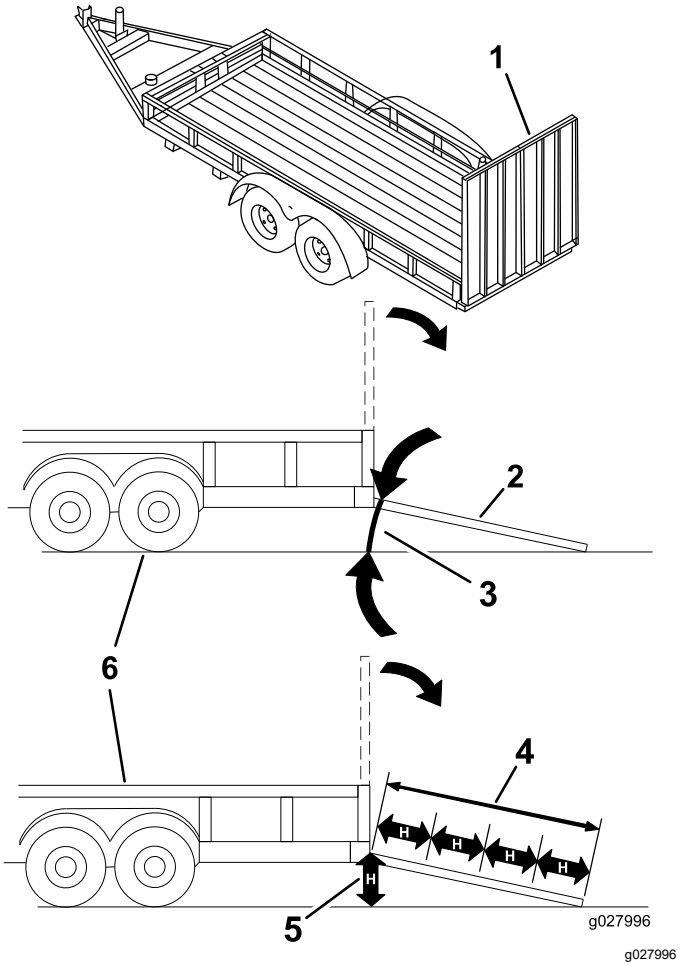

Figura 32
El cargar la máquina en un remolque o un camión aumenta la posibilidad de un vuelco y podría causar lesiones graves o la muerte (Figura 32).
3. Baje la rampa, asegurándose de que el ángulo entre la rampa y el suelo no supera los 15 grados (Figura 32).
1. Baje la rampa, asegurándose de que el ángulo entre la rampa y el suelo no supera los 15 grados (Figura 32).